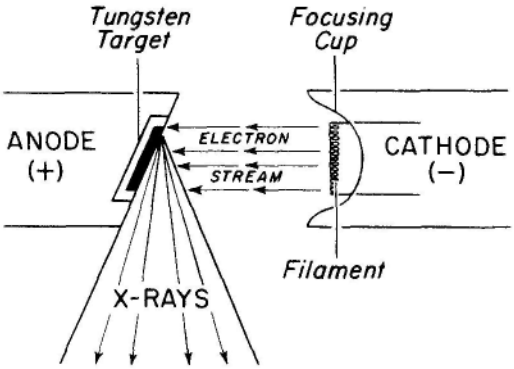

Figure 2-4
- The actual size of the tungsten target > the area bombarded by the electron stream (Fig. 2-4) because ***copper has a relatively low melting point*** (**1070° C**) → the heat produced could melt the copper in the immediate vicinity of the target.